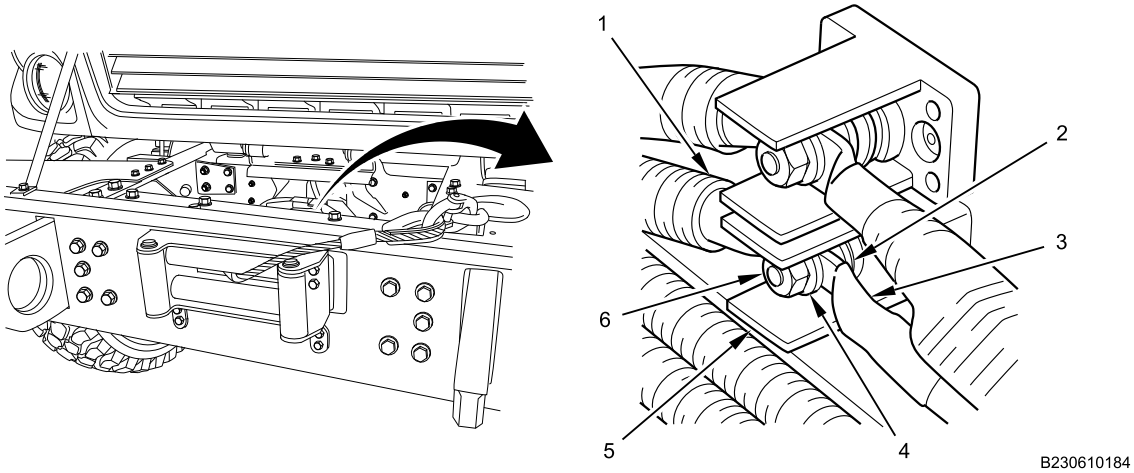

Figure 1. Junction Block.
1. Remove nut (Figure 1, Item 6), lockwasher (Figure 1, Item 4), winch assembly BLACK cable (Figure 1, Item 3), flat washer (Figure 1, Item 2), and winch BLACK ground cable (Figure 1, Item 1) from junction block (Figure 1, Item 5). Discard lockwasher.